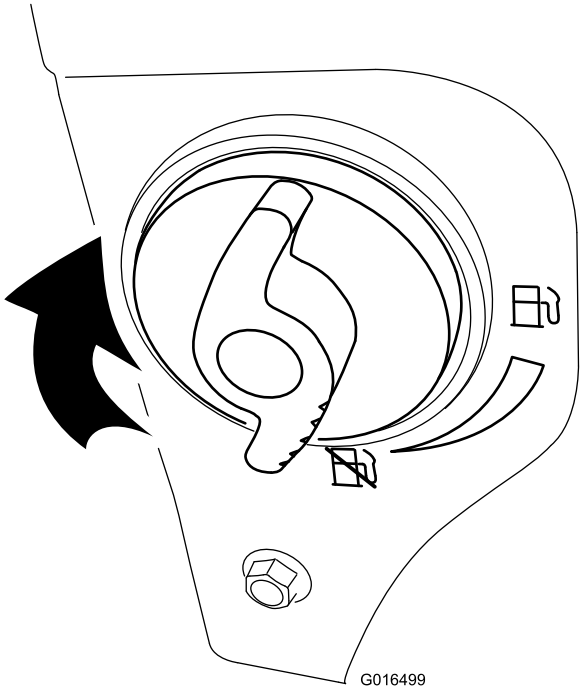

Рисунок 32
4. Закройте отсечной топливный кран, повернув его по часовой стрелке (Рисунок 32).